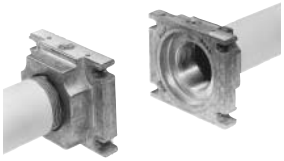

Fig. 12
3. Montare il MultiBloc fra le flange filettate (Fig. 12)